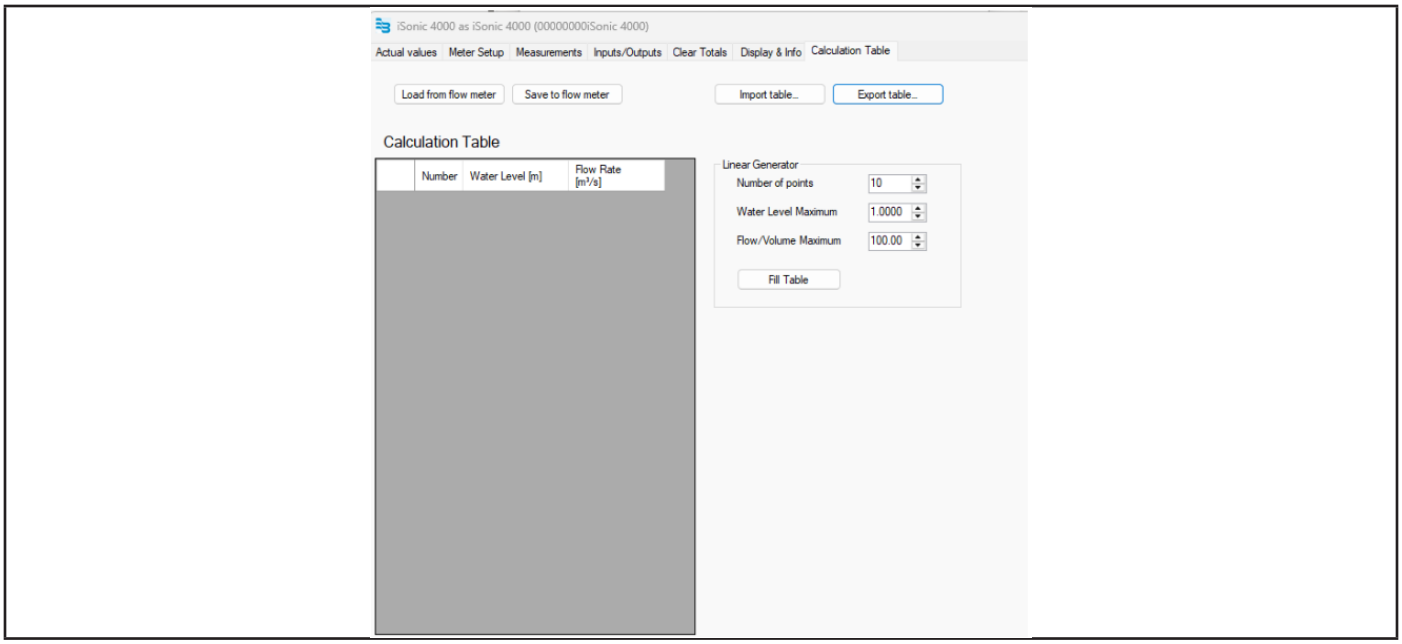

Figure 4: Setting the linear generator parameters
2. Go to the *Calculation Table* tab. See *Figure 4*.